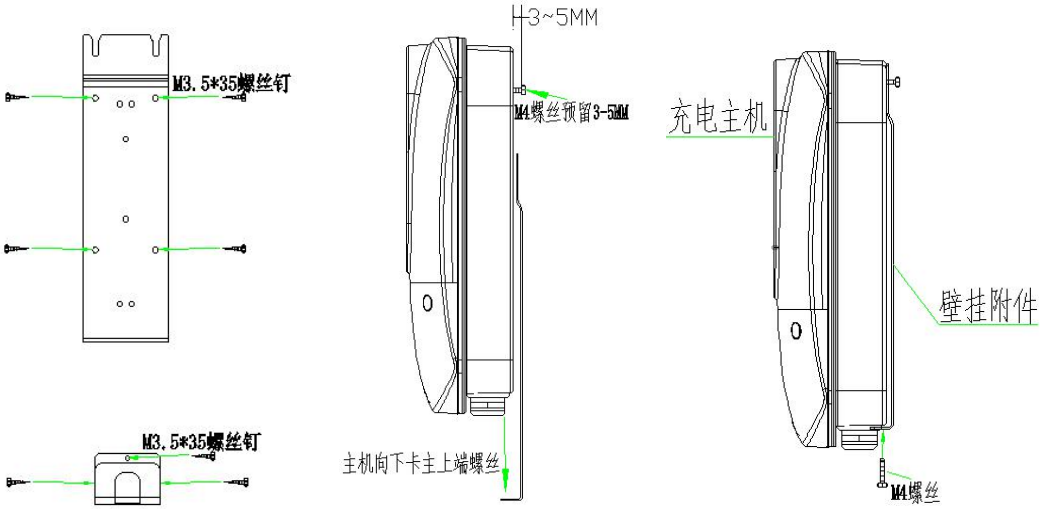

图 13
2、先将壁挂附件贴在墙上在画出打孔位置，用冲击钻配合 6MM 的冲击钻头钻头打孔，将塑料胶塞锤入孔中，再用 M3.5*35 的木工螺丝的螺丝固定壁挂附件，最后用随机配送的 M4 螺丝将充电主机与壁挂附件锁付连接即可。如图 13